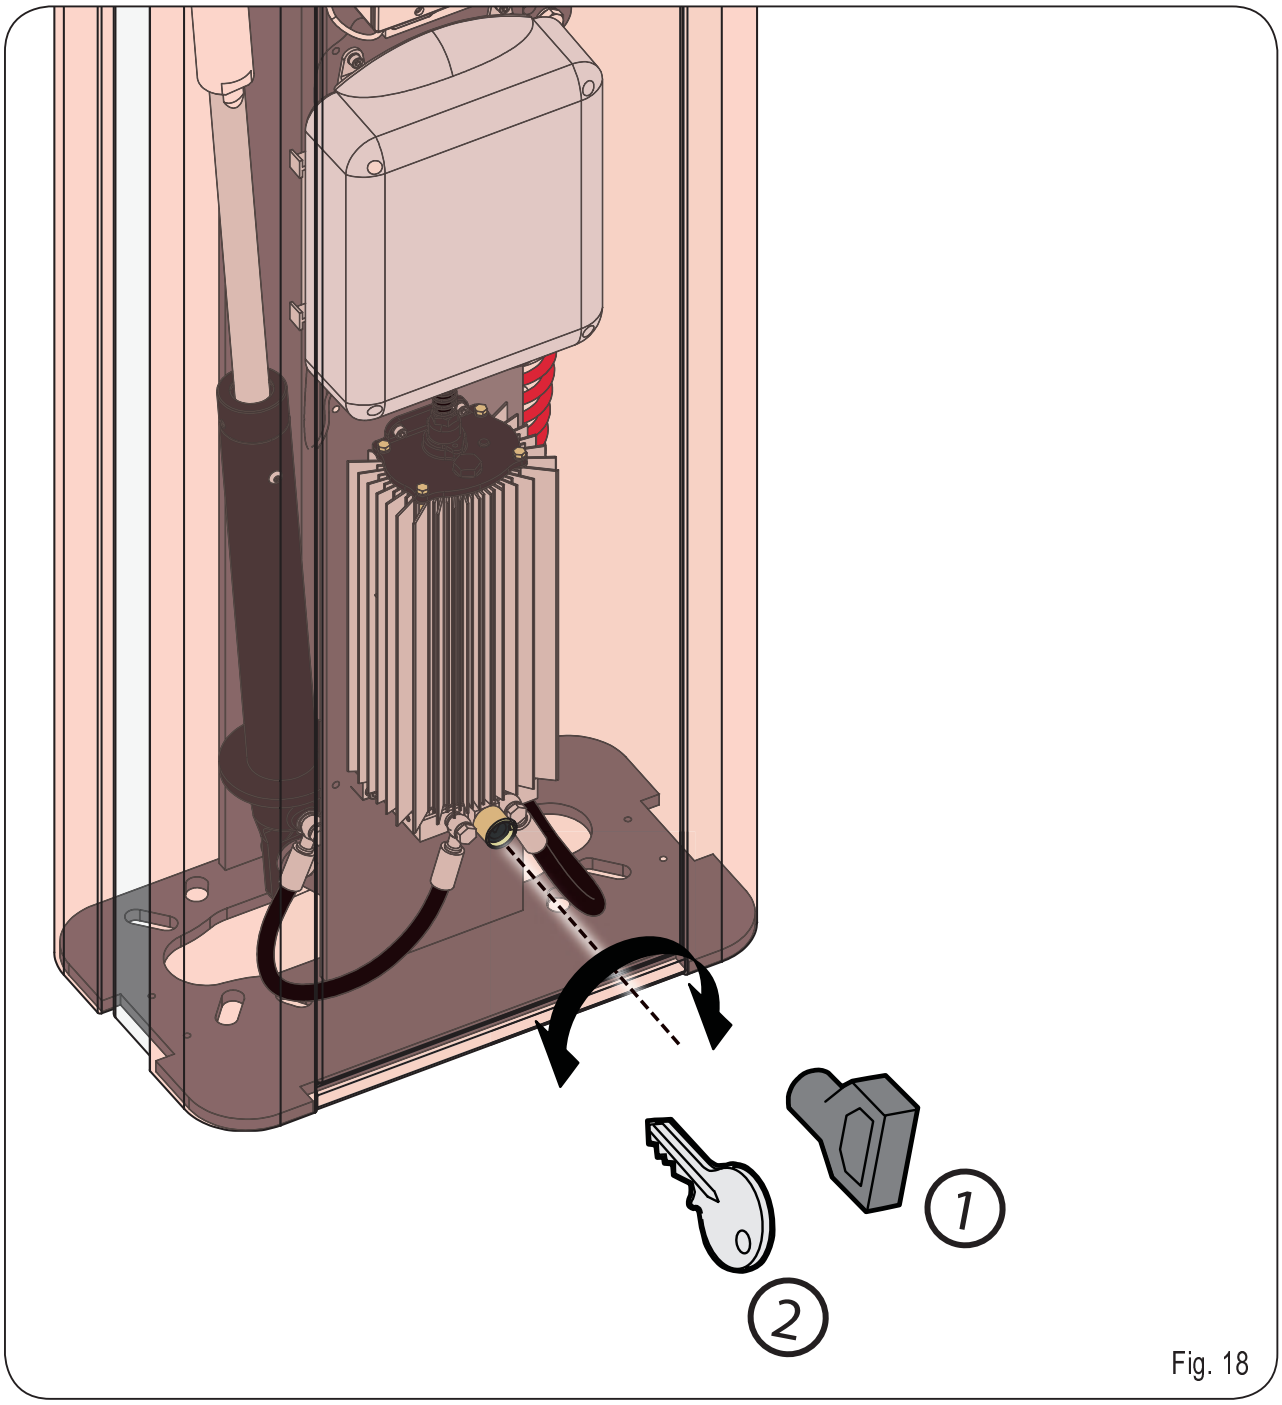

Fig. 18
La llave de desbloqueo entregada en dotación puede ser triangular (Fig. 18, ref. ①) o personalizada (Fig. 18 ref. ② opcional).
- Inserte la llave de desbloqueo en la cerradura y gire la llave en sentido antihorario hasta el tope, como en la Fig. 18
- gire la llave en sentido horario hasta el tope y extráigala (fig. 18 ref. ①).
- gire la llave en sentido horario hasta el punto en el que se pueda extraerla. (Fig. 18, ref. ②).
Als de slagboom met de hand moet worden bediend omdat de stroom is uitgevallen of het automatisch systeem niet goed werkt, moet met behulp van de bijgeleverde sleutel de ontgrendeling worden gebruikt. De bijgeleverde ontgrendelingssleutel kan driehoekig (Fig.18 ref. ①) of gepersonaliseerd zijn (Fig.18 ref. ②, optioneel).
- Steek de ontgrendelingssleutel in het slot en draai hem tegen de wijzers **van de klok** in tot hij niet verder kan, zoals in Fig. 18
- draai de sleutel **met de wijzers van de klok mee** tot hij niet verder kan, en trek hem eruit (Fig. 18 ref. ①).
- draai de sleutel **met de wijzers van de klok mee** tot hij niet verder kan, en trek hem eruit (Fig. 18 ref. ②).